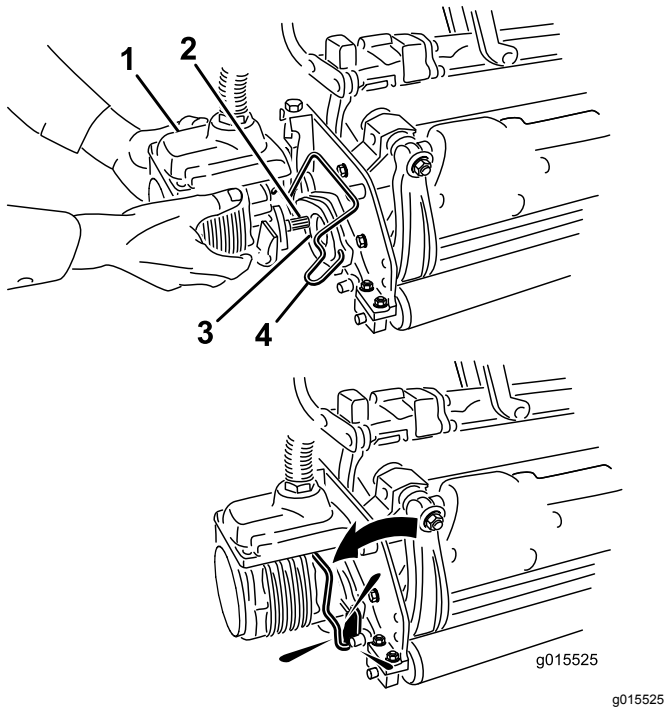

Rysunek 14
11. Nałóż czysty smar na wał wielowypustowy silnika zespołu tnącego (Rysunek 14).
12. Umieść silnik po lewej stronie zespołu tnącego (patrząc od strony operatora) i wyciągnij pręt mocujący silnik na zespole tnącym w kierunku silnika, aż do usłyszenia charakterystycznego kliknięcia po obu stronach silnika (Rysunek 14).